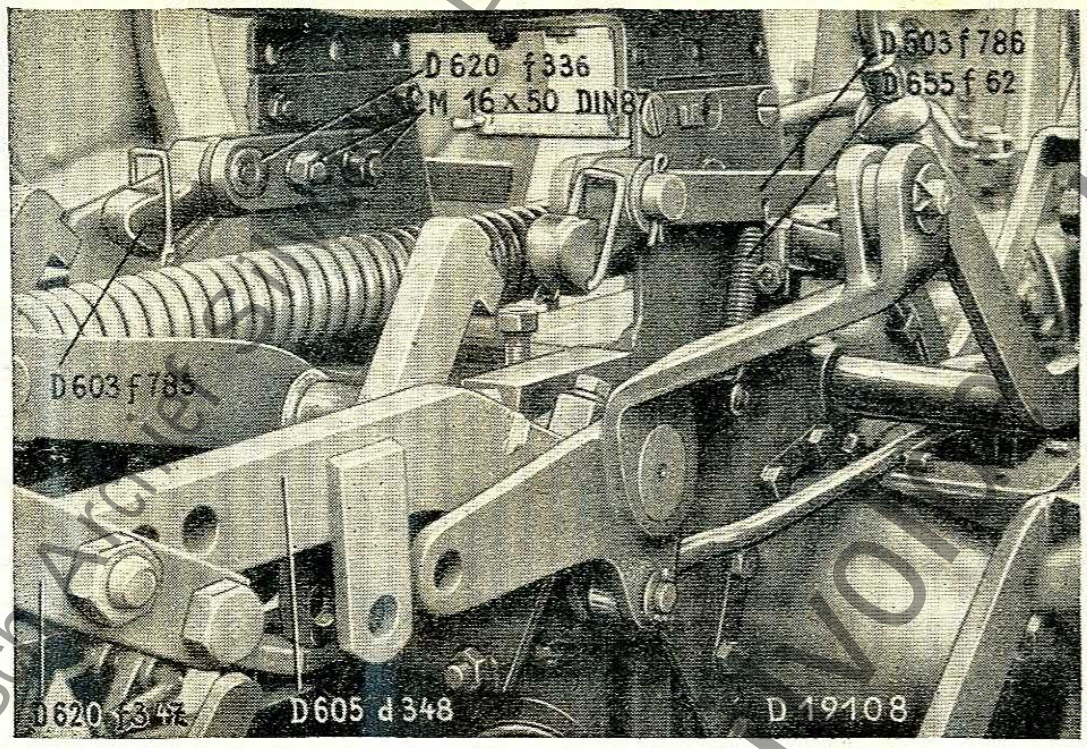

Bild 12. Einklinkvorrichtung.
1. Zwei Laschen D 620 f 336 mit je zwei Senkschrauben M 16×50 DIN 87, Muttern M 16 DIN 934 und Federringen A 16 DIN 127 am Sitzträger befestigen (Bild 12).
2. Handhebel D 603 f 785 links und D 603 f 786 (Bild 12) rechts mit Scheibe 26 DIN 433 und Splint 6×40 DIN 94 an den Laschen befestigen. Zwei Zugfedern D 655 f 62 einhängen.
3. Schlepphebel D 605 d 347 links und D 605 d 348 (Bild 12) rechts mit den dazugehörigen Lagerdeckeln und je zwei Büchsenhälften D 357 g 143 auf Hebelwelle einsetzen und durch je zwei Kopfschrauben mit Federring befestigen.
5. Vier Laschen D 620 f 347 (Bild 12) mit Schrauben M 20×70 DIN 931, Muttern M 20 DIN 934 und Federringen A 20 DIN 127 an den Schlepphebeln befestigen.